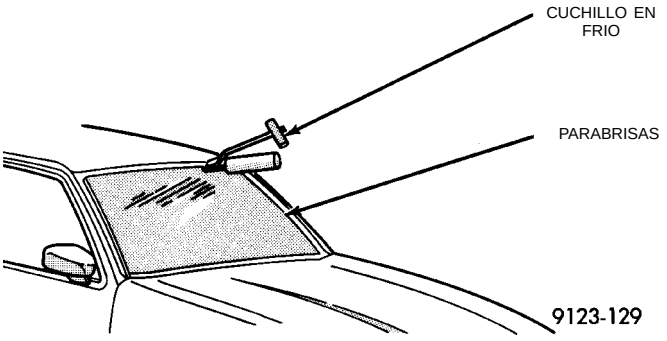

Fig. 2 Corte el uretano de alrededor del parabrisas
(6) Con un cuchillo en frío afilado, corte el adhesivo de uretano que fija el parabrisas a los parantes A, a la plancha superior del techo y a las guías del doblez del cubretablero (Fig. 2).También se puede utilizar un dispositivo eléctrico para cortar, si dispusiese de uno.
(7) Separe el parabrisas del vehículo.